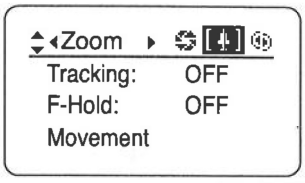

Fig. 2-12
2. Push the Set key, and push the right key to display the Zoom screen. (See Fig. 2-12)
2. Push the Set key, and move the right key to display the Zoom screen. (See Fig. 2-12)